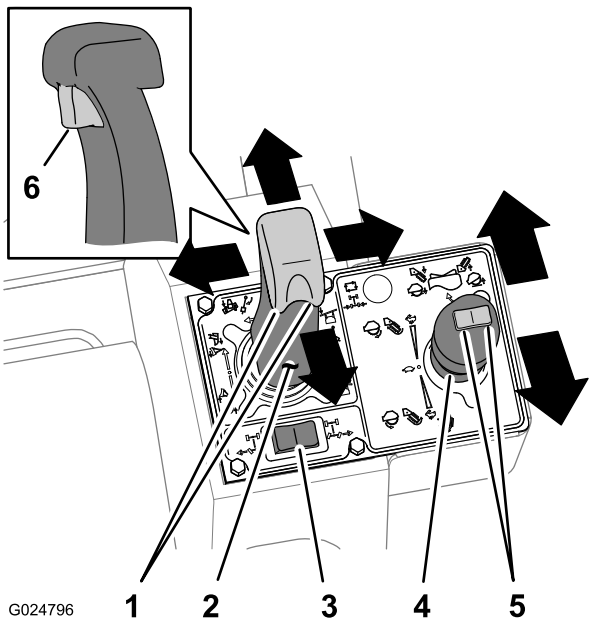

Figura 15
- Spingete il joystick in avanti per abbassare la lama livellatrice o la lama vibrante, oppure tirate il joystick indietro per sollevare la lama livellatrice o la lama vibrante (Figura 15).
- Spostate il joystick a sinistra per inclinare la lama livellatrice a sinistra, oppure spostate il joystick a destra per inclinare la lama livellatrice a destra (Figura 15).
- Ruotate a sinistra il comando per il pollice per far oscillare la lama livellatrice a sinistra, oppure ruotate a destra il comando per il pollice per far oscillare la lama livellatrice a destra (Figura 15).
- Ruotate a sinistra il comando per il pollice per sterzare la lama vibrante a sinistra, oppure ruotate a destra il comando per il pollice per sterzare la lama vibrante a destra (Figura 15).
- Premete il grilletto sul joystick per far flottare la lama livellatrice in alto e in basso (Figura 15).
- Spostate il joystick indietro per avviare la vibrazione della lama dell'aratro (Figura 15).
- Spostate il joystick ancora più indietro per aumentare la vibrazione (Figura 15).
- Spostate il joystick verso la posizione di folle per diminuire e arrestare la vibrazione (Figura 15).
- Spostate il joystick in avanti per avviare la catena di scavo e farla girare in avanti (Figura 15).
- Spostate il joystick ancora più avanti per aumentare la velocità della catena (Figura 15).
- Spostate il joystick in folle per arrestare la catena dello scavafossi (Figura 15).
- Spingete l'interruttore a sinistra per abbassare la barra accessoria (Figura 15).
- Spingete l'interruttore a destra per sollevare la barra accessoria (Figura 15).